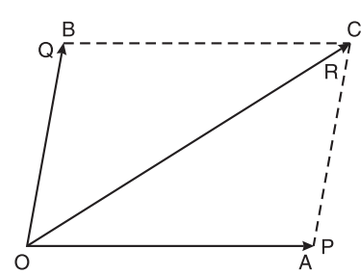

Fig. 1.2
3. **Parallelogram law of forces:** This law states that if two forces acting at a point are represented in magnitude and direction by the two adjacent sides of a parallelogram then their resultant is represented in magnitude and direction by the diagonal of the parallelogram. The diagonal passes through the point of intersection of the two sides representing the forces. If P and Q are the two forces acting at a point O and represented by the sides OA and OB of a parallelogram respectively, as shown in Fig. 1.2, then their resultant R is represented by the diagonal OC.